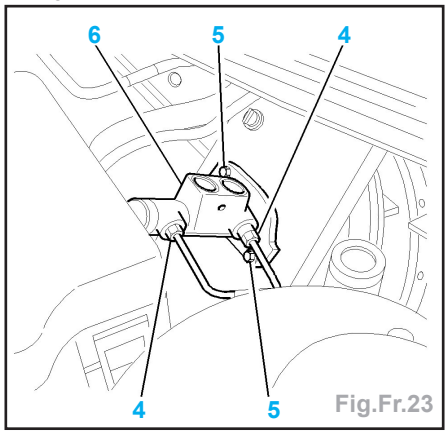

Fig.Fr.23
- Vidanger le réservoir (2) de liquide de frein à l'aide d'une seringue propre .
- la goupille (3) de fixation du réservoir (2),
- le réservoir de liquide de frein (2).
- Désaccoupler les tuyaux de freins (4) (Fig.Fr.23).